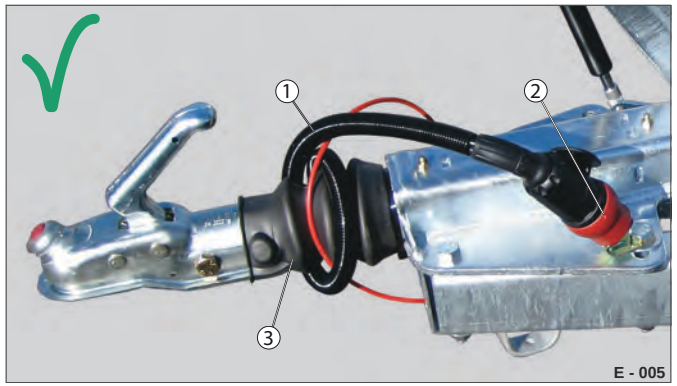

Fig. 7 Kabelføring
- ▶ Vikl forsigtigt kablet (Fig. 7 /1) omkring trækstangen / gummimanchetten (Fig. 7 /5) - der må i den forbindelse ikke udøves træk i kablet.